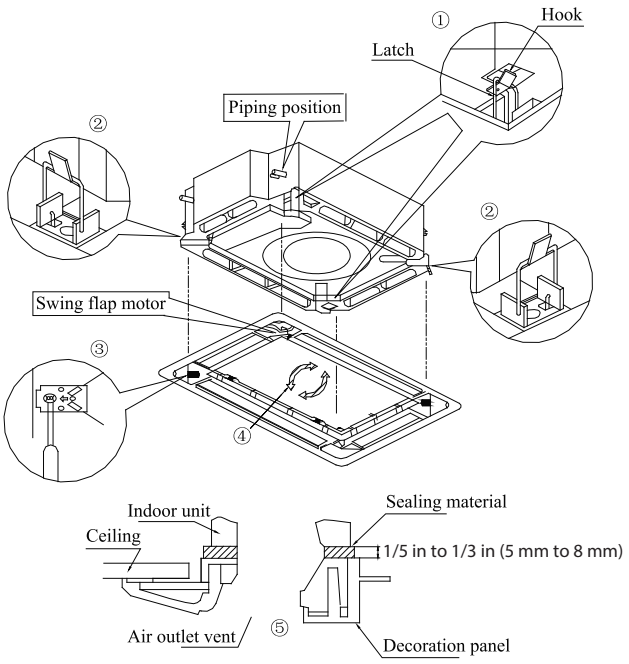

Fig. 15 — Panel Installation
1. Set the panel to the indoor unit body by matching the position of the panel's swing flap motor to the panel's piping position to the indoor unit's piping position (see Fig. 15).
(4.) Adjust the panel by turning it toward the direction pointed by the arrow (see Fig. 15) so the adjust board connects well to the ceiling.